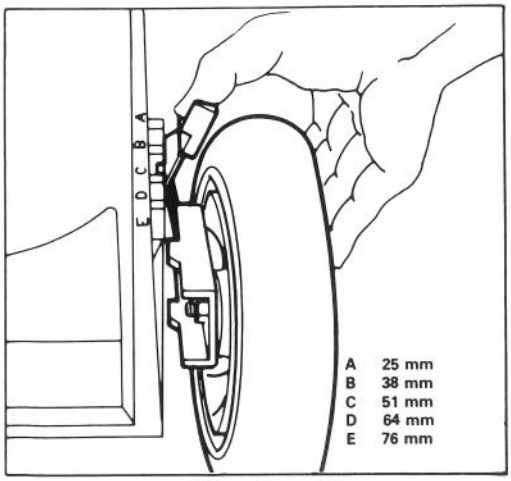

Afbeelding 12
2. Licht de huizing op, zodat het wiel van de grond is en u de hoogte gemakkelijker kunt afstellen. Druk de afstellingshefboom naar het wiel toe en zet hem op de gewenste stand (Afb. 12). Zorg ervoor dat de hefboom bij het afstellen in de inkepingen van de huizing valt. Stel alle wielen op dezelfde hoogte af.